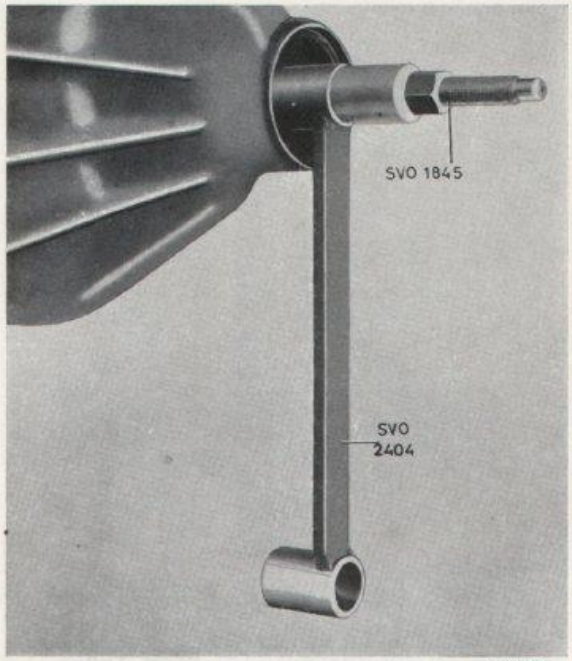

Bild 5-22. Mont. av pinjong
4. För in pinjongen i kåpan och träd på det antal justermellanlägg (26) som fanns vid isärtagningen och främre pinjonglagret (27). Montera nyckel SVO 2404 och pressverktyg SVO 1845 på pinjongens främre ände och drag i pinjongen, se bild 5-22.